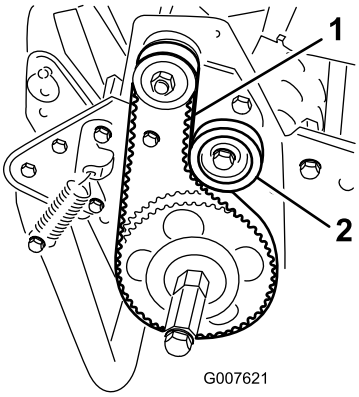

Figur 38
2. Kontrollera spänningen genom att trycka ned remmen mellan de två skivorna (Figur 38) med en kraft på 18–22 N·m.
A. Lossa fästmuttern på mellanremskivan och sväng mellanremskivan medsols mot remmens baksida tills önskad remspänning erhålls (Figur 38).